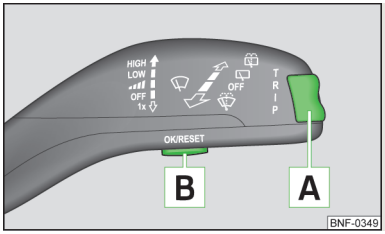

Fig. 7
Exchange between memories is made with the B button on the wiper stalk » Fig. 7 on page 14.
The Toggle button for selecting menu items A and B are located on the control button on the wiper stalk » Fig. 7.
› Briefly press the rocker switch A » Fig. 7 up or down. This opens the individual functions of the multifunction display one after the other.
› Press the button B » Fig. 7 .
› Press the button B » Fig. 7 longer.
› Press the rocker switch A » Fig. 7 on page 14 up or down to change the display of the time.
- With button A » Fig. 7 on page 14 choose the menu point Warning against excessive speeds.
› With button A » Fig. 7 on page 14 choose the menu point Warning against excessive speeds.